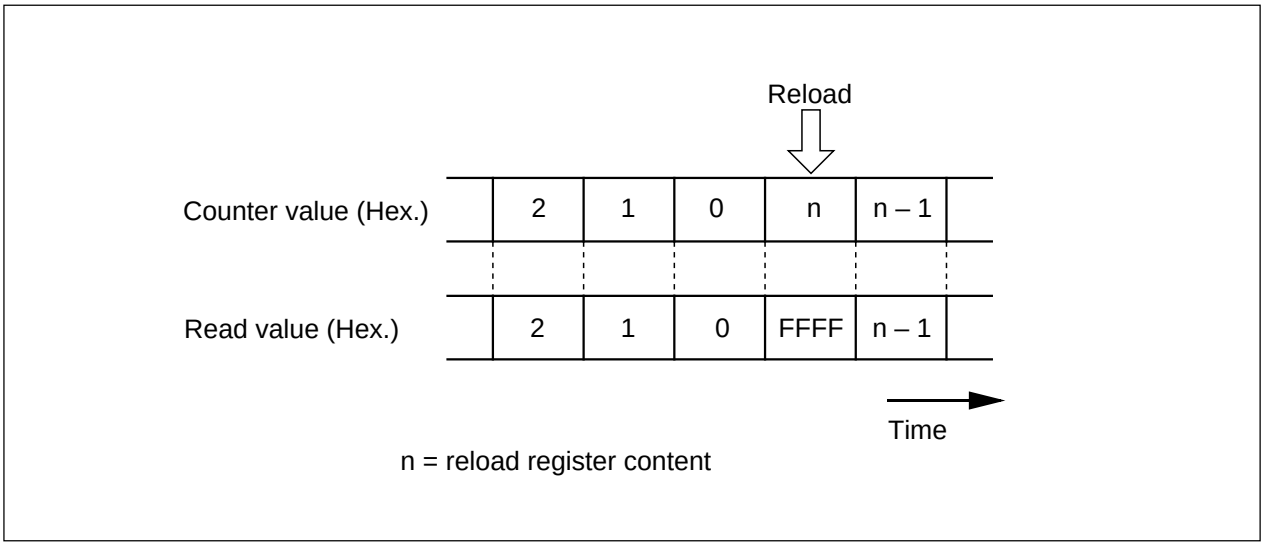

Figure 2.4.24. Reading timer Xi register
(1) To clear reset, the count start flag is set to “0”. Set a value in the timer Xi register, then set the flag to “1”.
(2) Reading the timer Xi register while a count is in progress allows reading, with arbitrary timing, the value of the counter. Reading the timer Xi register with the reload timing shown in Figure 2.4.24 gets “FFFF16”. Reading the timer Xi register after setting a value in the timer Xi register with a count halted but before the counter starts counting gets a proper value.